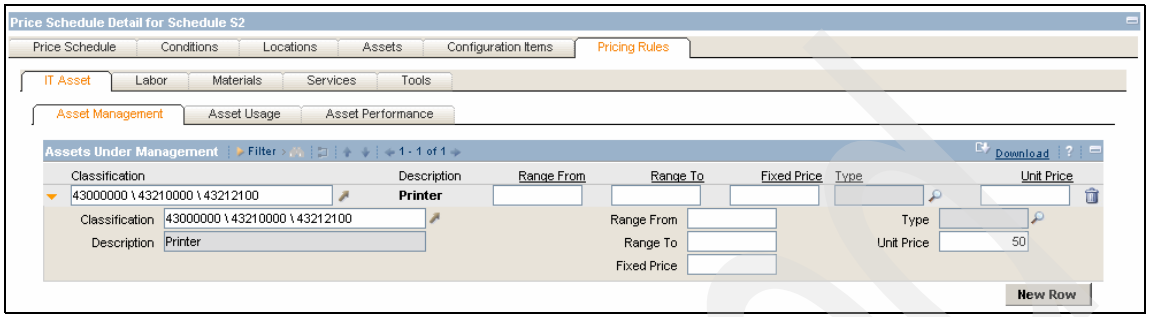

Figure 12-21 Printer Unit Price
8. Populate the fields using this information, as shown in Figure 12-21: